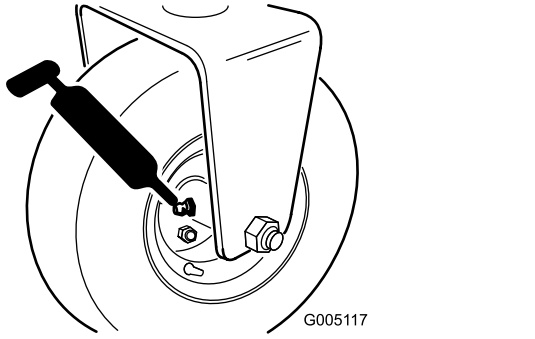

Figur 27
- Bakre valsenavenhet eller, hvis utstyrt med et trehjulsdriftsett, bakhjulets valsekoblinger og eksternt kulelager (1) (Figur 27)